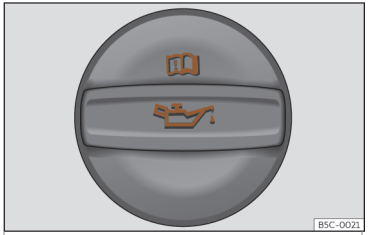

Abb. 211 Deckel der Motoröl-Einfüllöffnung im Motorraum
- Schrauben Sie den Deckel der Motoröl-Einfüllöffnung ab››› **Abb. 211** .